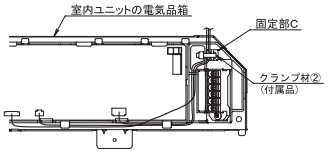

図6
7. 中継ハーネス③・④・信号線(灰)を室内ユニット電気品箱内の固定部Cにクランプ材②で固定してください。(図6参照)